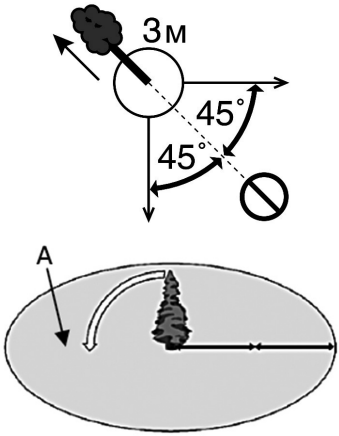

Рис. 9 Зона безопасности при валке дерева
4. Должен быть безопасный путь отхода. Путь отхода должен быть направлен по диагонали в сторону, противоположную направлению падения, под углом 45 градусов, необходимо отойти минимум на 3 метра от ствола, на тот случай, если во время падения комель дерева отскочит в сторону. Зона безопасности (А) должна быть не менее 2½ высоты дерева (Рис. 9).
Ни в коем случае не допиливать до конца недопил 3 (Рис. 9), так как при этом невозможно контролировать направление падения дерева.